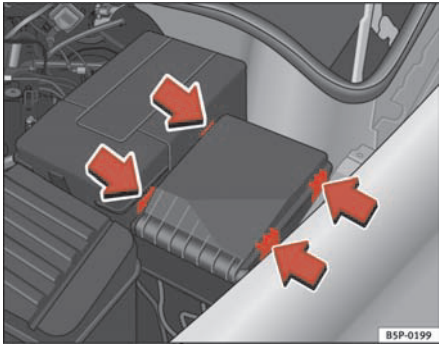

Fig. 154 Fuse box cover in engine compartment ▶
– Prise off the fuse cover in the engine compartment by pressing the tabs towards the centre of the cover ⇒ page 224, fig. 154.